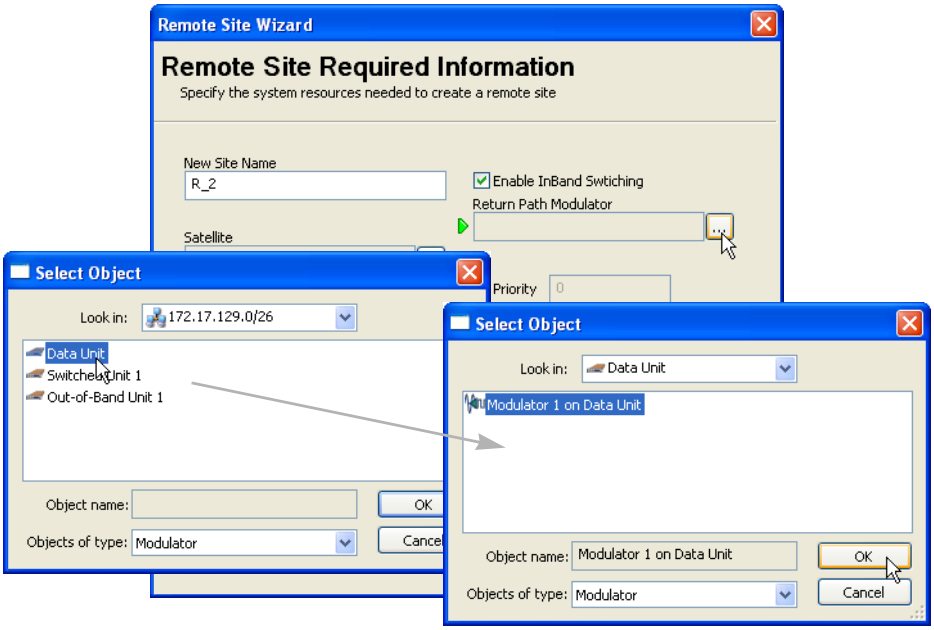

Figure 3-103 Select Return Path Modulator, InBand Switching
6. To InBand this site, **Enable InBand Switching**, then select the **Return Path Modulator** for this unit (figure 3-103). Continue with the next step.